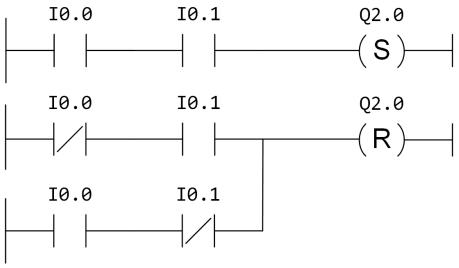

Rysunek 12: Zastosowanie instrukcji S i R do dwuręcznego startu urządzenia
Na rys. 12 zamieszczony jest przykładowy program, ktory po jednoczesnym wciśnięciu dwóch przycisków (wejście I0.0 i I0.1) uruchamia urządzenie (S). Zwolnienie któregoś z przycisków powoduje zarzymanie urządzenia (R).